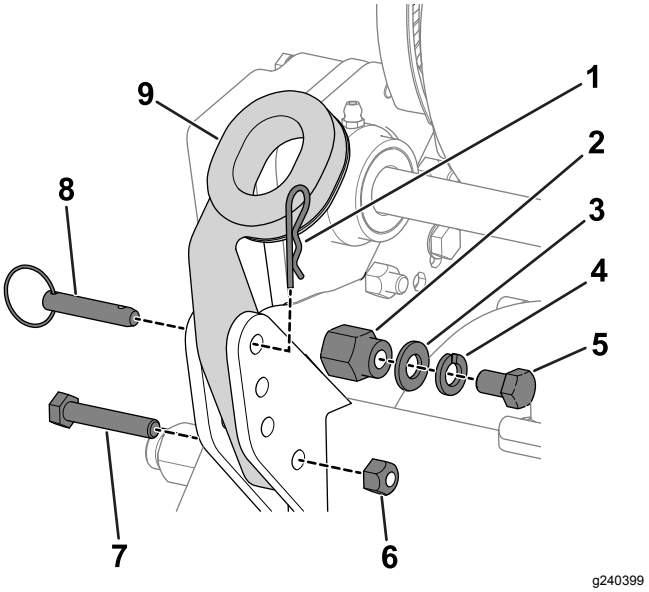

Figur 3
1. Ta bort de skruvar (5/16 tum), låsmuttrar, ringbultar och hårnålssprintar som håller fast styrarmarnas nedre delar på båda sidorna av maskinen (Figur 3).
2. Ta bort skruvarna (⅜ tum), brickorna och låsbrickorna från fäststiften på båda sidorna av maskinen (Figur 3).
3. För in handtagets ändar genom hålen i styrarmarna och passa in hålen efter fäststiften (Figur 3).
6. Använd skruvarna (5/16 tum), låsmuttrarna, hårnålssprintarna och ringbultarna som du tog bort tidigare för att fästa styrarmarna bakpå ramen (Figur 3).